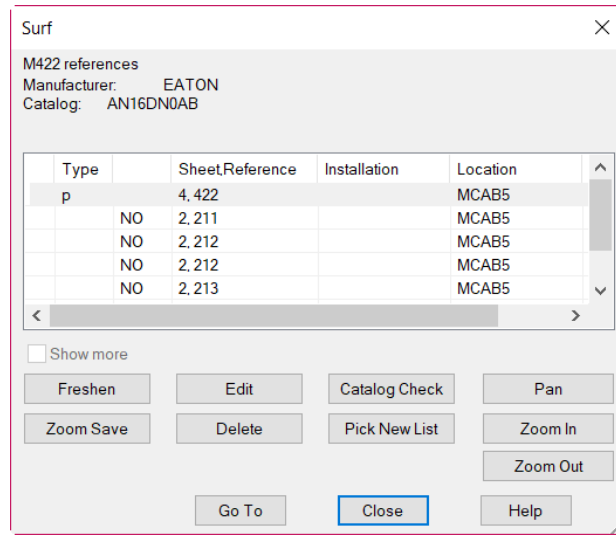

***Figure 6-56** The **Surf** dialog box*
3. Choose the **Surfer** tool from the **Other Tools** panel of the **Project** tab; you are prompted to select tag for surfer trace. Select the **M422** tag corresponding to the ladder reference number 422; the **Surf** dialog box is displayed, as shown in Figure 6-56.